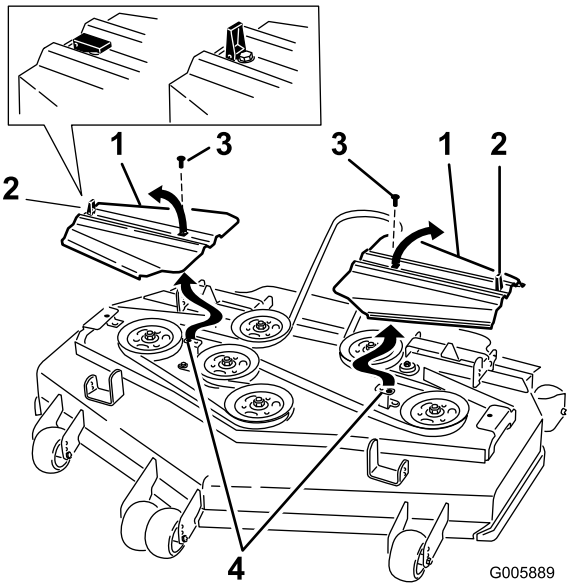

Figur 52
12. Monter remafskærmningerne, så tapperne går ned i rillerne. Isæt skruerne, og luk låsene (Figur 52).